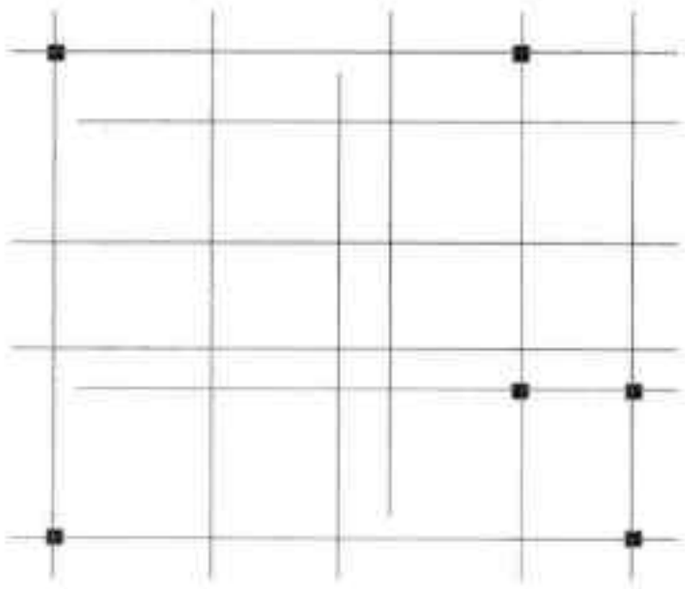

图16-127 填充标准柱
Step10 将标准柱填充为实心，结果如图 16-127 所示。